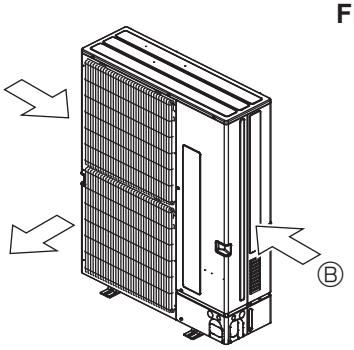

Fig. 3-4
③ Coloque la unidad de manera que la salida de aire sople en dirección perpendicular a la dirección estacional del viento, si la conoce. (Fig. 3-4)